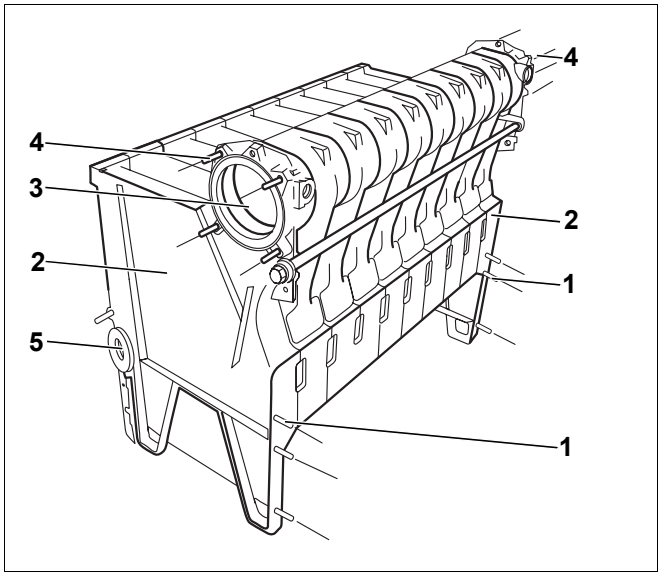

Rys. 21 Montaż śrub dwustronnych
- Wkręcić po cztery śruby dwustronne (rys. 21, **poz. 4**) do otworów gwintowanych dookoła górnej piasty (rys. 21, **poz. 3**) z lewej i prawej strony.
- Wkręcić po trzy śruby dwustronne (rys. 21, **poz. 1**) w przednią część członów tylnych (rys. 21, **poz. 2**) z lewej i prawej strony.
Zaślepić dolne piasty członów końcowych (rys. 21, **poz. 2**) bloku kotła załączonymi korkami zaślepiającymi.
- Zaślepić korkiem zaślepiającym 1¾" piastę tylną dolną (rys. 21, **poz. 5**). W drugi blok należy wkręcić korek zaślepiający (1¾" x 1") z możliwością przyłączenia przewodu do ciśnieniowego naczynia wzbiorczego.